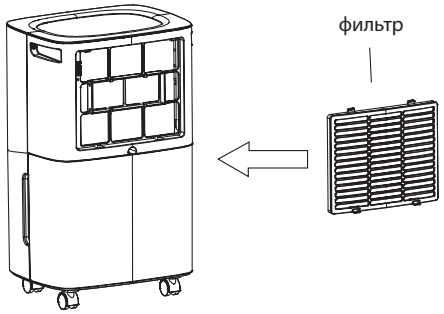

Рис. 9
4. Установите обратно решетку с фильтром (рис. 9).